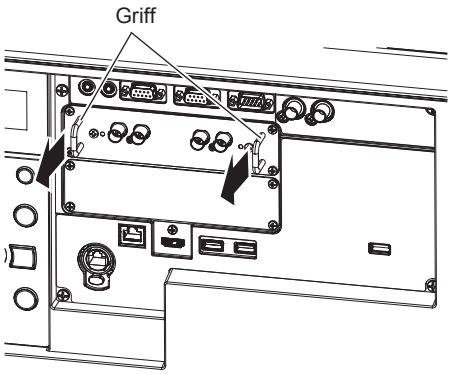

Abb. 1
1) Entfernen Sie die Schnittstellenkarte. (Abb. 1)